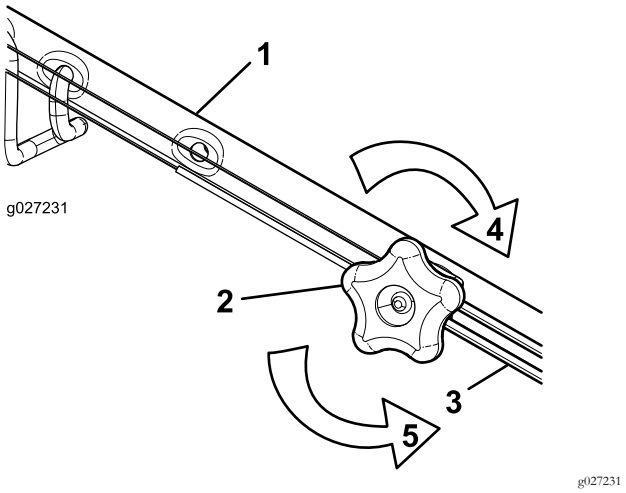

Figure 47
1. Tournez le bouton de réglage dans le sens antihoraire pour desserrer le réglage du câble (Figure 47).
2. Ajustez la tension du câble (Figure 47) en le tirant en arrière ou en le poussant en avant puis en le maintenant à cette position.